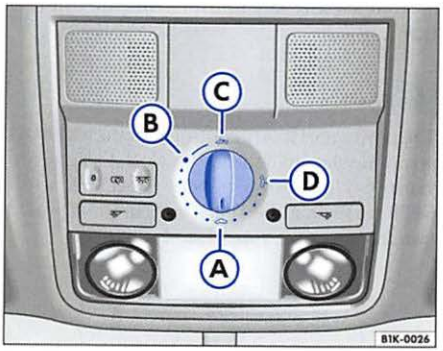

Fig. 34 Section of roof: rotary control for power roof
– Turn the rotary control to position ⇒ fig. 34 Ⓑ. The roof opens to the convenience position where wind noise is reduced.
If the power roof has been opened again by the pinch protection, it can be closed only by pressing back the rotary control back to position ⇒ page 41, fig. 34 Ⓐ until the power roof has closed fully. **Please note that the roof will now close without pinch protection.**